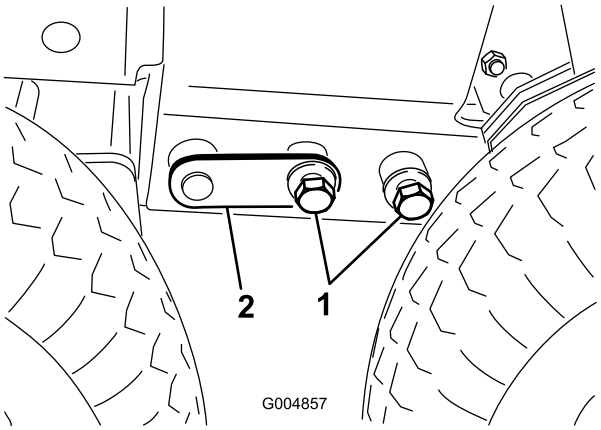

Figur 78
26. Fjern de 2 bolte (3/4 tomme i diameter), der fastgør frontstellet til bagstellet foran drivdækket fra hver side af stellet (Figur 78).